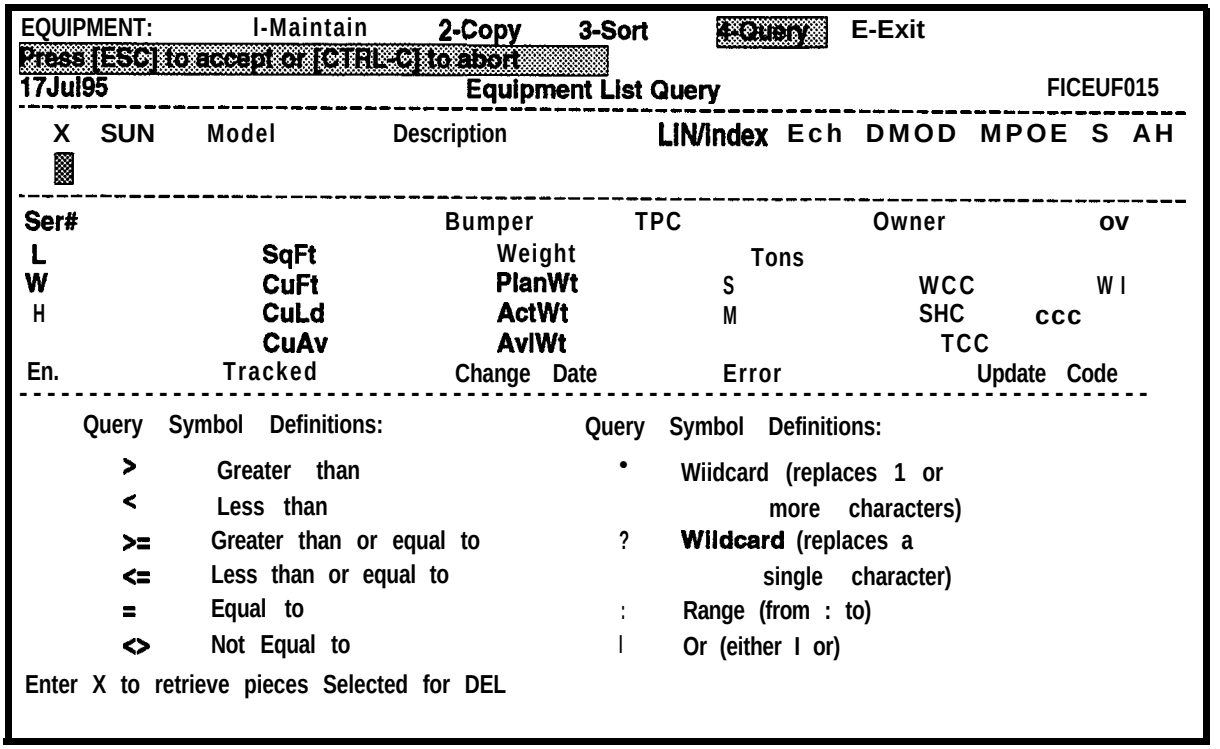

Figure 5-17. Equipment List Query Screen
e. Select the **Query** option. The Equipment List Query screen will be displayed as shown in Figure 5-17 with the cursor in the X field to the left of the **SUN** field. An entry in the X field will select only those items that have been selected to accompany the unit for this DEL. You can use one or more of the displayed fields to select specific types of items in the Equipment List.